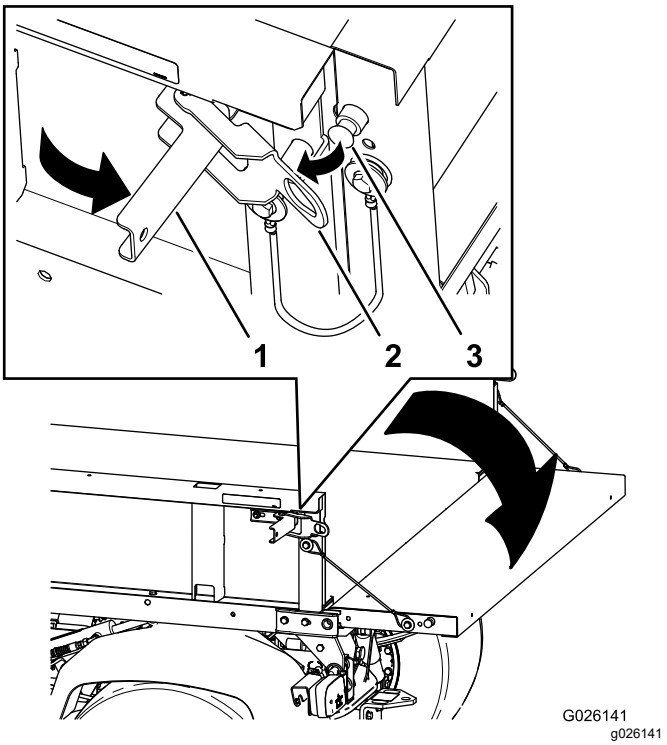

**図 16**
2. 荷台の左右にあるラッチを解放してテールゲートを下げる図 16。